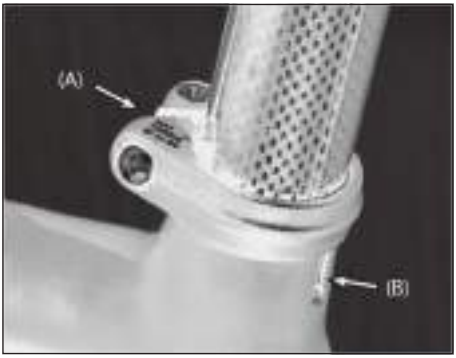

Рис. 33
3. Правильное положение хомута подседельного штыря на подседельной трубе (рис. 33). Такое положение винта хомута уменьшает вероятность поломки рамы в случае чрезмерной его затяжки или деформации подседельной трубы.